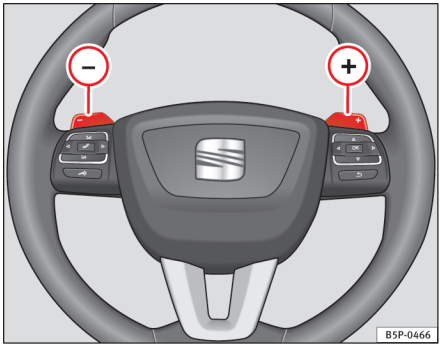

Fig. 126 Rat med skiftekontakter til automatisk gearkasse
– Tryk den højre skiftekontakt (+) ind mod rattet for at geare op ⇒ side 160, fig. 126.
– Tryk den venstre skiftekontakt (–) ind mod rattet for at geare ned ⇒ side 160, fig. 126.